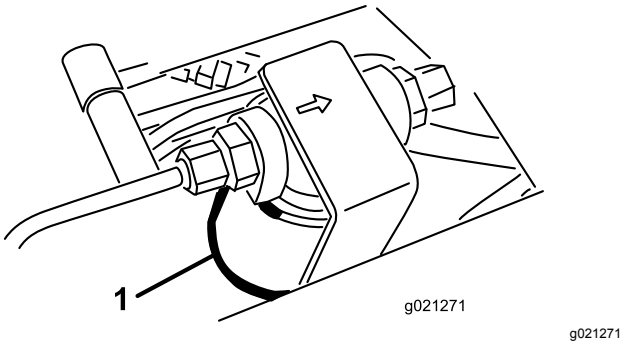
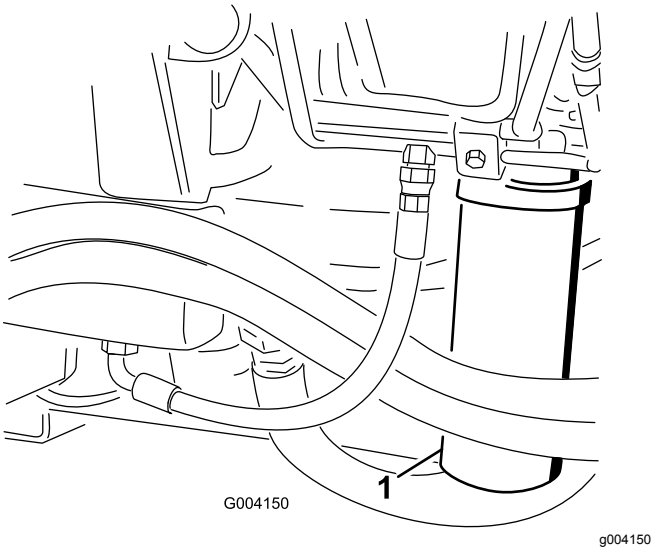

Figur 90
Figur 91
2. Rengör området där filtret ska monteras och sätt ett avtappningskärl under filter (Figur 90) och (Figur 91).